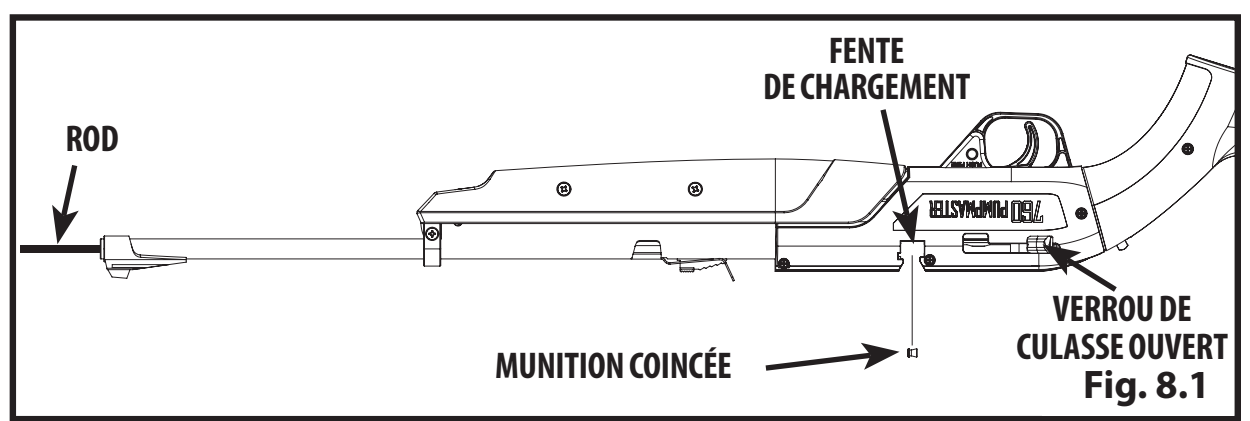

Fig. 8.1
5. Tout en pointant l'arme vers un ENDROIT SÛR, tenez-la dans la position illustrée à la figure 8.1